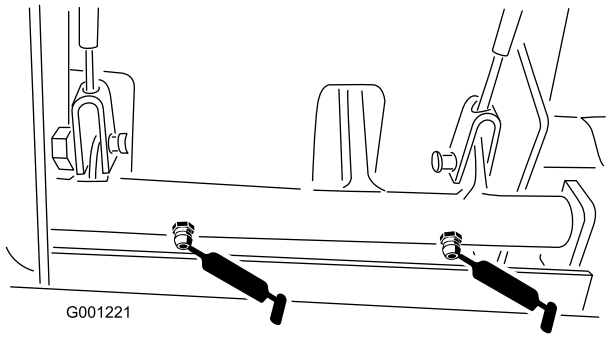

Figur 38
- Bremsetapphylser (Figur 38)
- Bremsekabler (enden ved drivhjulet og enden ved bremsepedalene) (Figur 38)